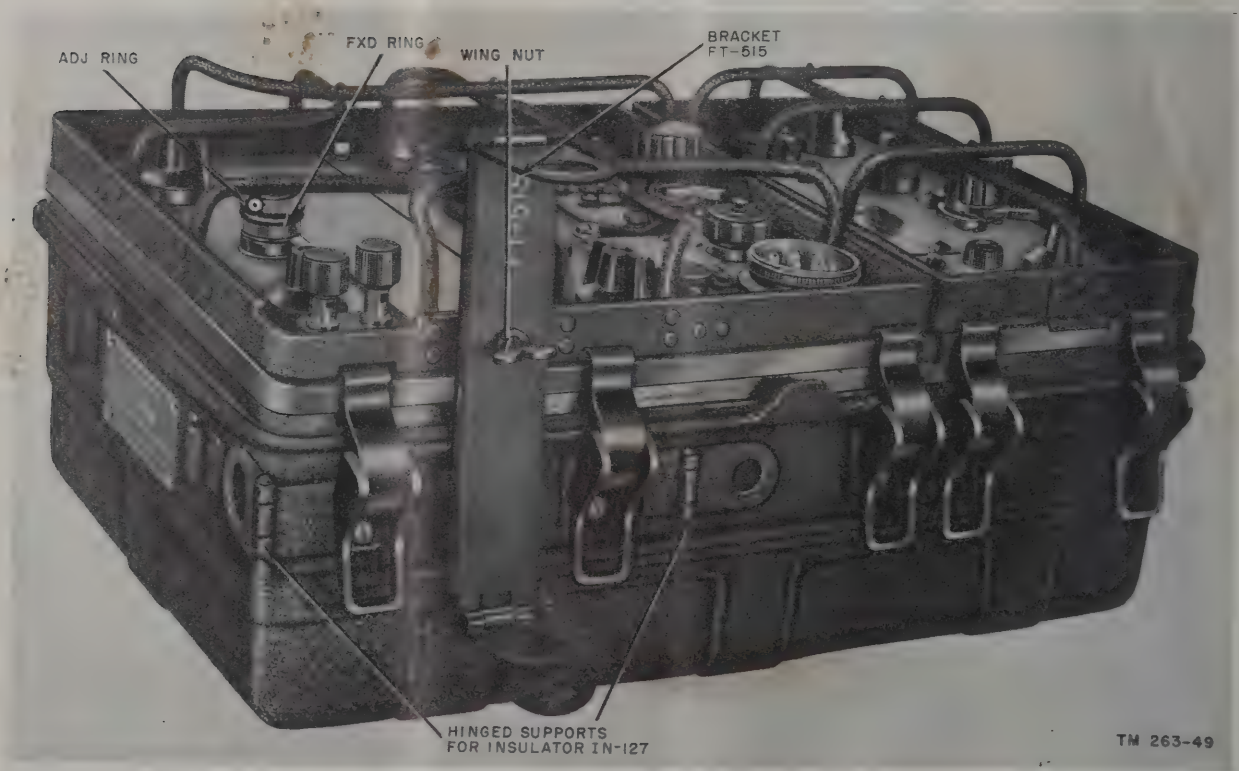

Figure 26. Bracket FT–515, in use.
d. Extend the hinged supports (fig. 26) on the side of the radio set case through the opening in the side of Bag CW–140/GRC–9. Insert Insulator IN–127 in these supports.
h. If it is necessary to operate the radio set in a horizontal position, Insulator IN–127 is mounted by means of Bracket FT–515 (fig. 26).